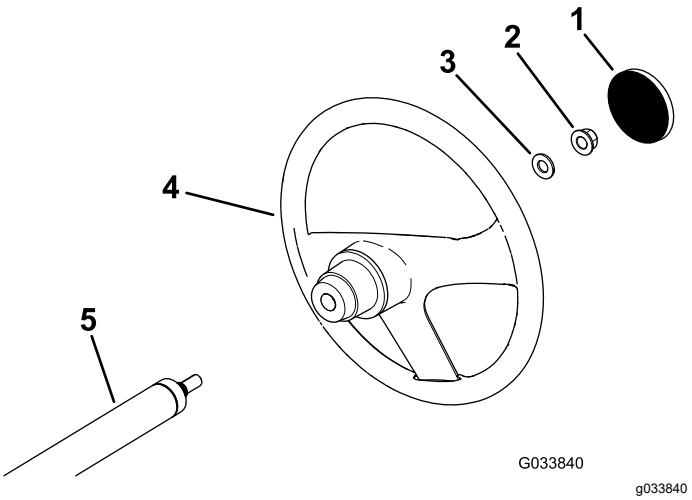

Rysunek 3
1. Jeżeli pokrywa jest zamontowana, zdejmij ją z piasty koła kierownicy (Rysunek 3).
2. Odkręć nakrętkę zabezpieczającą (½ cala) z wału kierownicy (Rysunek 3).
3. Wsuń kierownicę i podkładkę (½ cala) na wał kierownicy (Rysunek 3).
5. Zamocuj pokrywę na kierownicę (Rysunek 3).